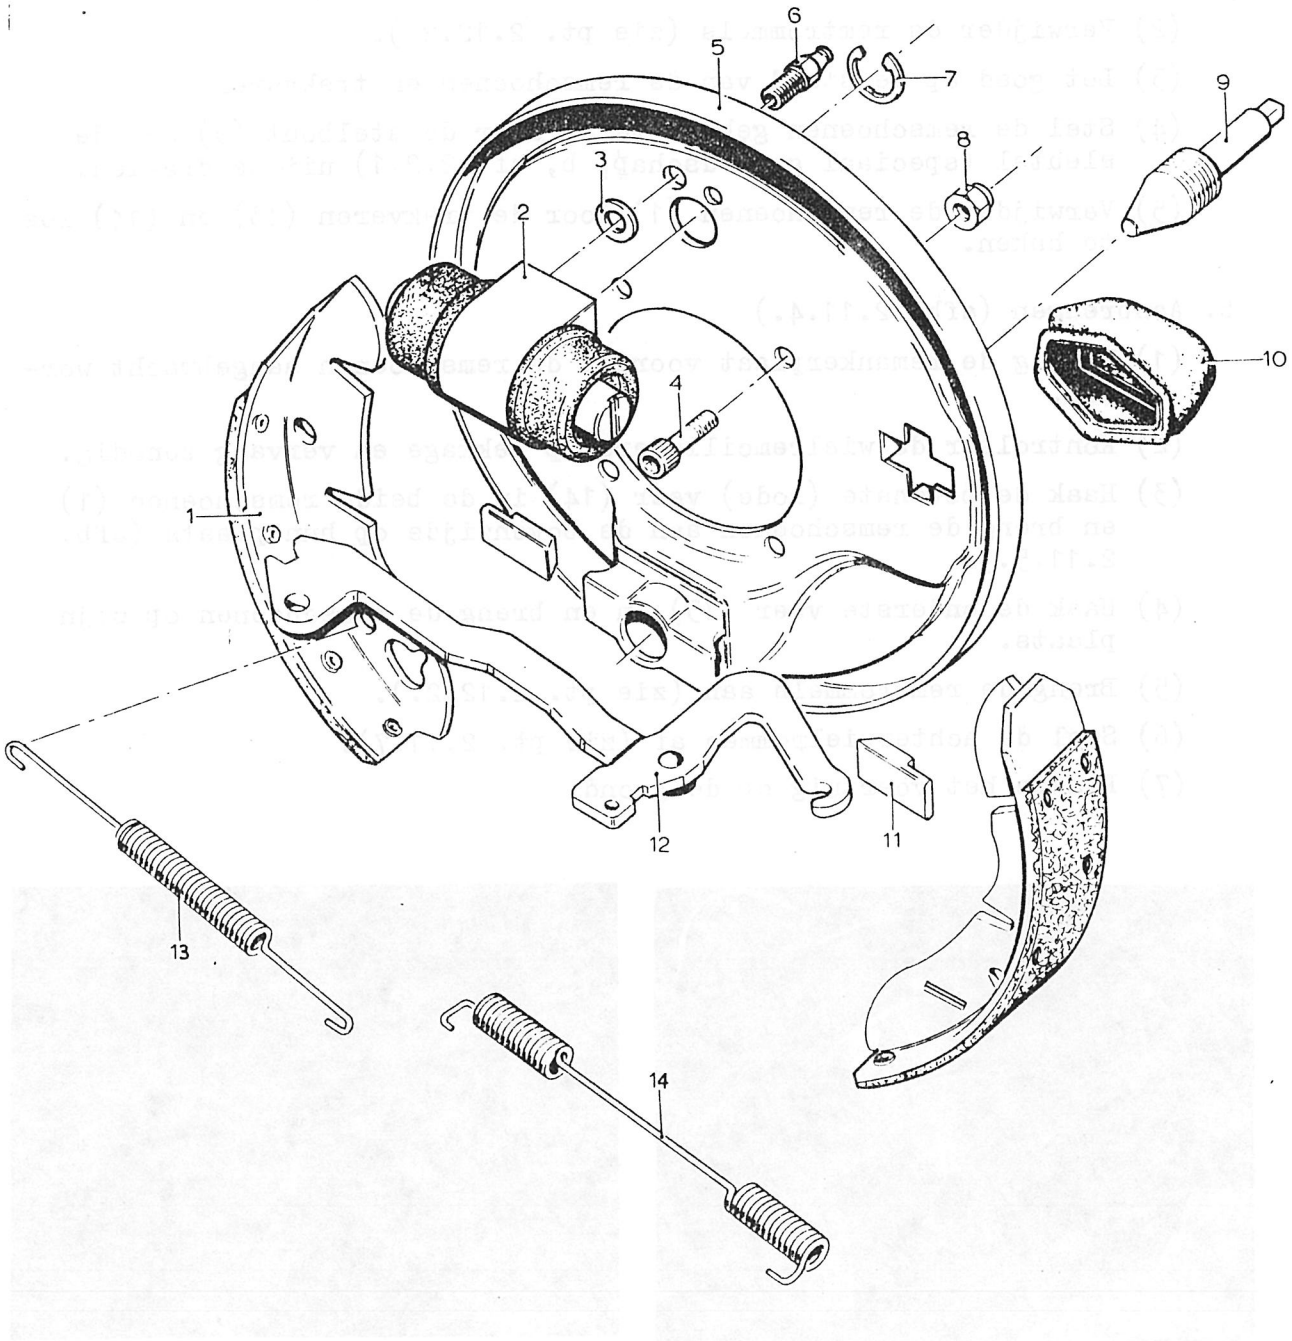
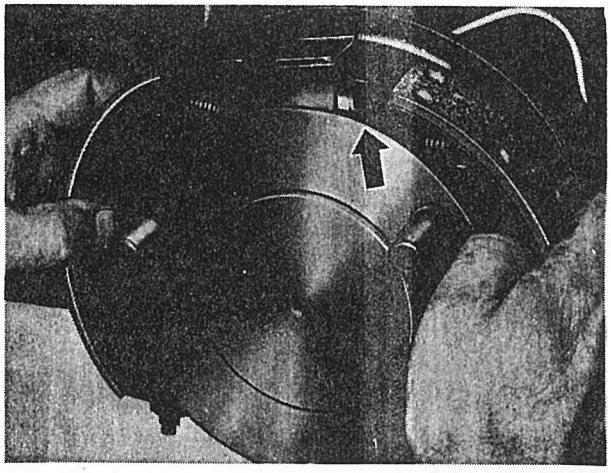

Afb. 2.11.4. Remankerplaat
Afb. 2.11.5. Remschoenen aanbrengen
a. Verwijderen (afb. 2.11.4.)
(1) Verwijder de remschoenen (zie pt. 2.11.5.).
(2) Draai de ontluchtingsnippel (6) uit de wielremcilinder (2).
(3) Neem de remleiding los en dicht de openingen af.
(4) Verwijder de borgring (7) en neem de wielremcilinder (2) van de remankerplaat.
b. Aanbrengen (afb. 2.11.4.)
(1) Plaats de wielremcilinder (2) op de remankerplaat en zet vast met de borgring (7).
(2) Bevestig de remleiding aan de wielremcilinder; zet vast met een aanhaalmoment van 1,2 - 1,6 mkg.
(3) Breng de ontluchtingsnippel (6) aan; let op de afdichtring (3).
(4) Breng de remschoenen aan (zie pt. 2.11.5.).
(5) Ontlucht het remsysteem (zie pt. 2.11.9.).
(5) Verwijder de remschoenen (1) door de trekveren (13) en (14) los te haken.
(1) Reinig de remankerplaat voordat de remschoenen aangebracht worden.
(2) Kontroleer de wielremcilinders op lekkage en vervang zonodig.
(3) Haak de bovenste (rode) veer (14) in de beide remschoenen (1) en breng de remschoenen aan de bovenzijde op hun plaats (afb. 2.11.5.)
(4) Haak de onderste veer (13) in en breng de remschoenen op zijn plaats.
(5) Breng de remtrommels aan (zie pt. 2.12.2.).
(6) Stel de achterwielremmen af (zie pt. 2.11.7).
(7) Plaats het voertuig op de grond.